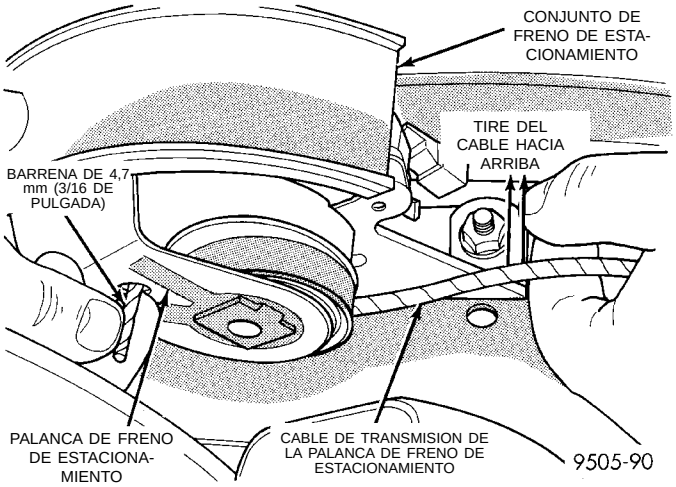
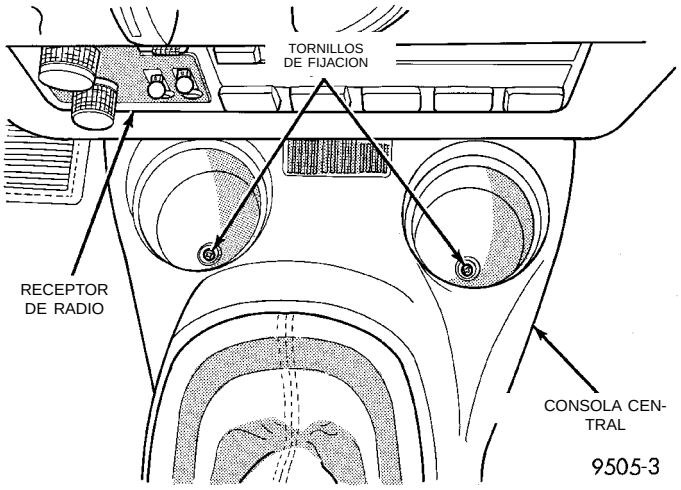

Fig. 46 Cerrador instalado en el mecanismo de freno de estacionamiento
Fig. 45 Tornillos de fijación de la parte delantera de la consola central
(2) Retire los 2 tornillos localizados en el porta vasos (Fig. 45), que fijan la parte delantera del conjunto de consola central en el soporte de la consola.
(3) Levante el conjunto de la palanca manual de freno de estacionamiento todo lo que sea posible a fin de obtener la holgura necesaria para retirar la consola central.
(4) Retire el conjunto de consola central del vehículo.
(5) Baje la manija de la palanca de freno de estacionamiento.
(6) Tome firmemente con la mano el cable de transmisión de la palanca de freno de estacionamiento y tire hacia arriba (Fig. 46). Continúe tirando del cable hasta que pueda insertarse una barrena de 4,7 mm (3/16 de pulgada) en la manija y el engranaje
de sector del mecanismo de freno de estacionamiento (Fig. 46). De esta forma se bloqueará el mecanismo de freno de estacionamiento y liberará de tensión los cables de freno de estacionamiento.